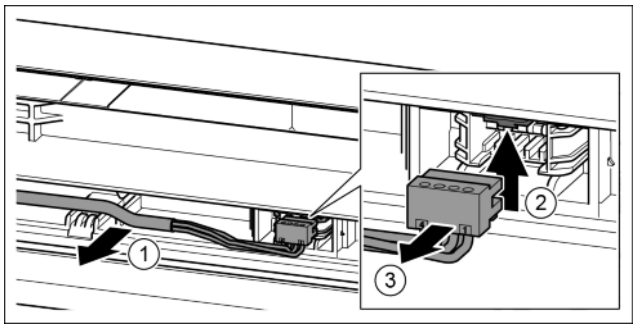

Fig. 20
▶ Grijze kabel voorzichtig uit de geleiding in de deur losmaken. *Fig. 20 (1)*
▶ Las naar boven duwen. *Fig. 20 (2)*
▶ Stekker voorzichtig eruit trekken. *Fig. 20 (3)*